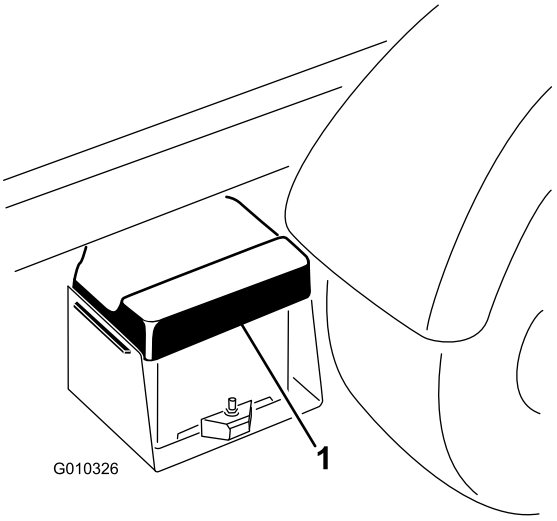

Figur 49
1. Klem på batteridækslet for at løsne tapperne fra batteribundpladen, og fjern batteridækslet fra batteribundpladen (Figur 49).